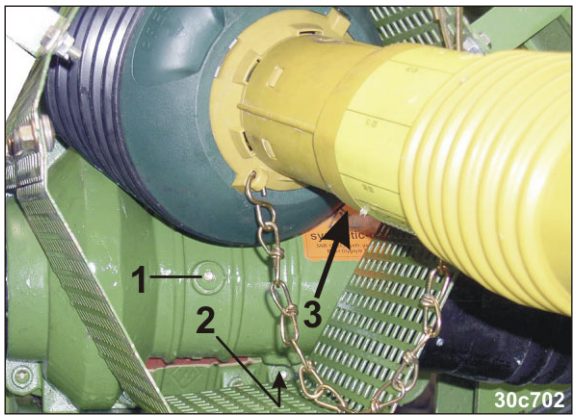

Fig. 233
2. Skru oliekontrolskruen (Fig. 233/1) ud.
2. Skru olieaftapningshanen (Fig. 233/2) ud.
5. Skru udluftningsskruen (Fig. 233/3) ud.
- Kontroller, at udluftningsskruen (Fig. 233/3) sidder korrekt.